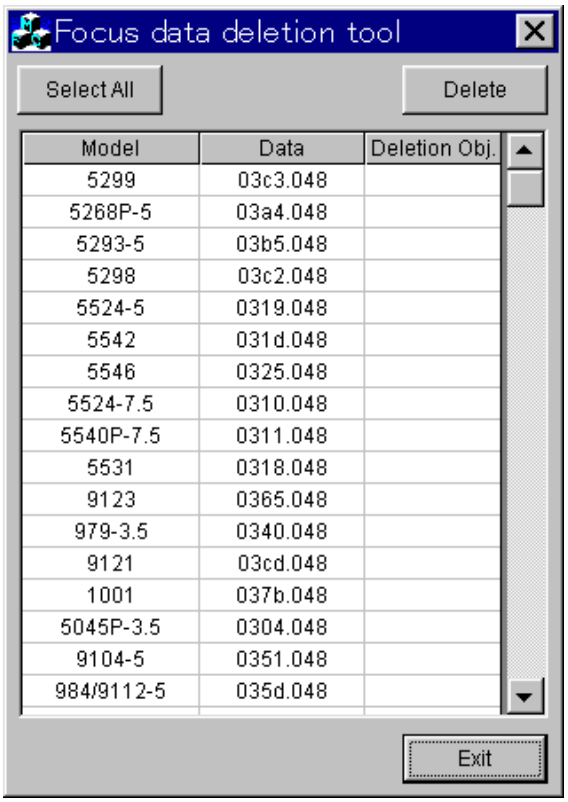

Fig. 1
⑥ After completing, a screen returns to the Fig.1 again.
⑦ To finish the work, click “Exit” at bottom of screen and take out a floppy disk from drive while an LED of the floppy disk drive is not lighted. And then, turn the power switch off.